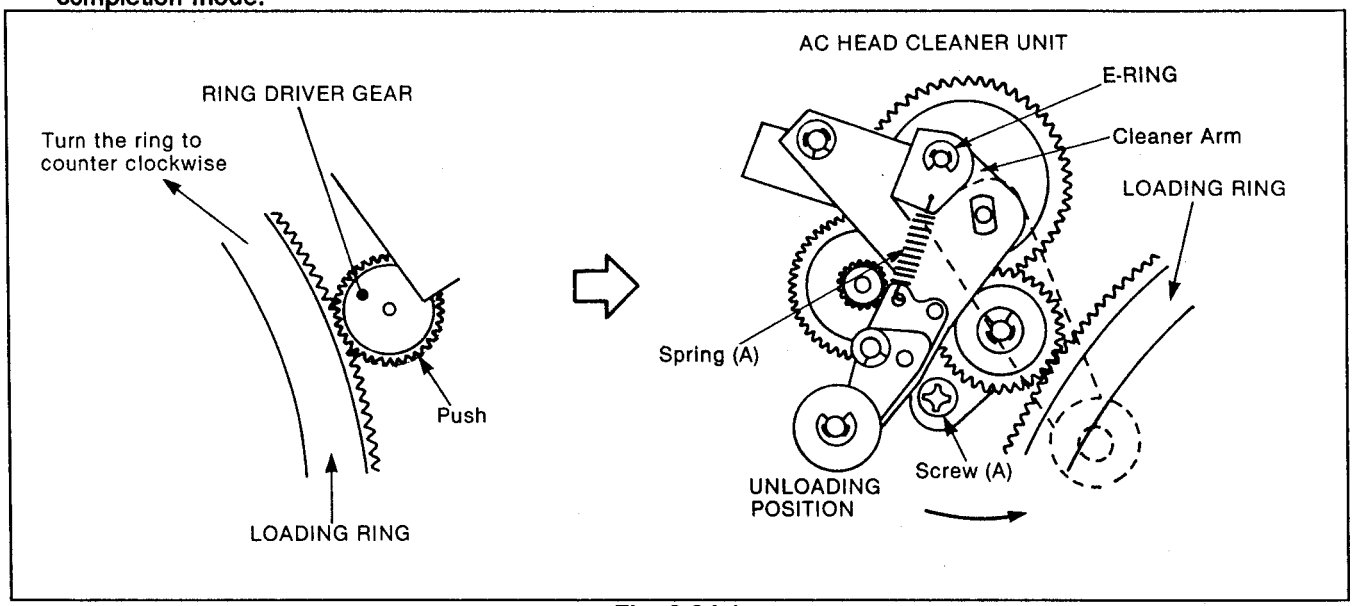
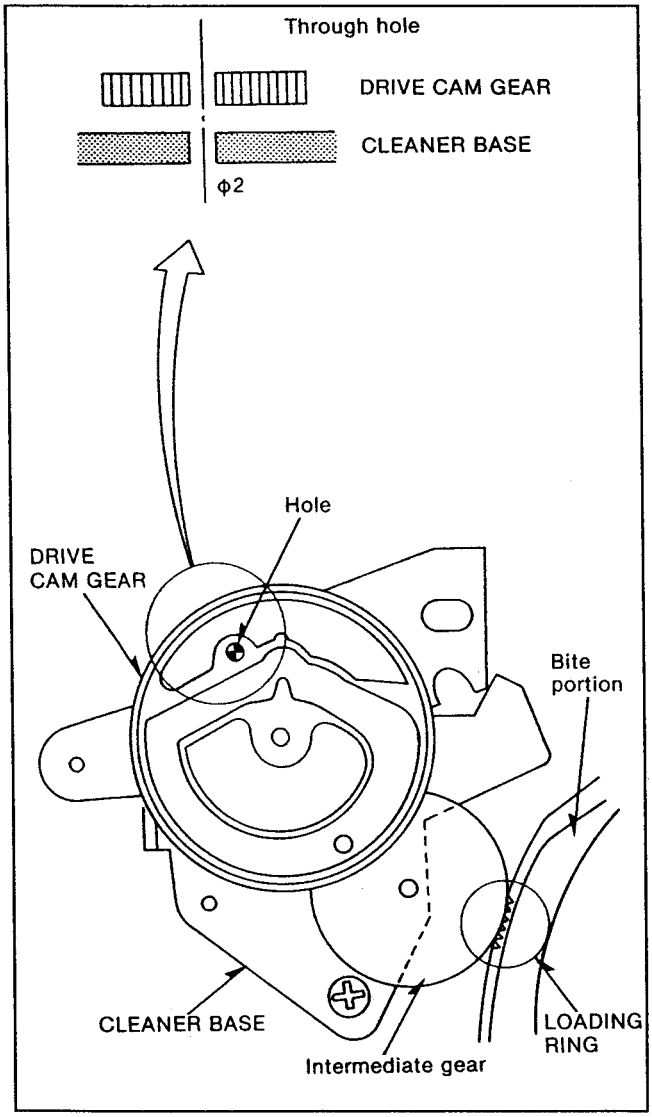

Fig. 6-34-1
Fig. 6-34-3
2. Pushing hold the ring driver gear and turn the loading ring to counterclockwise until screw (A) appear on the AC HEAD CLEANER unit as shown in Figure 6-34-1.
3. Unscrew a screw (A) and remove the AC HEAD CLEANER unit.
2. Do not bite intermediate gear and ring gear then adjust drive cam gear so that the drive cam gear hole and CLEANER BASE hole become same position as shown in Figure 6-34-3.
3. Engage the cam gear and the ring gear then tight a screw (A) loosely.
4. Turn the loading ring so that the Machine Condition becomes item (removal) No.2 tight a screw (A) as shown Figure 6-34-1.